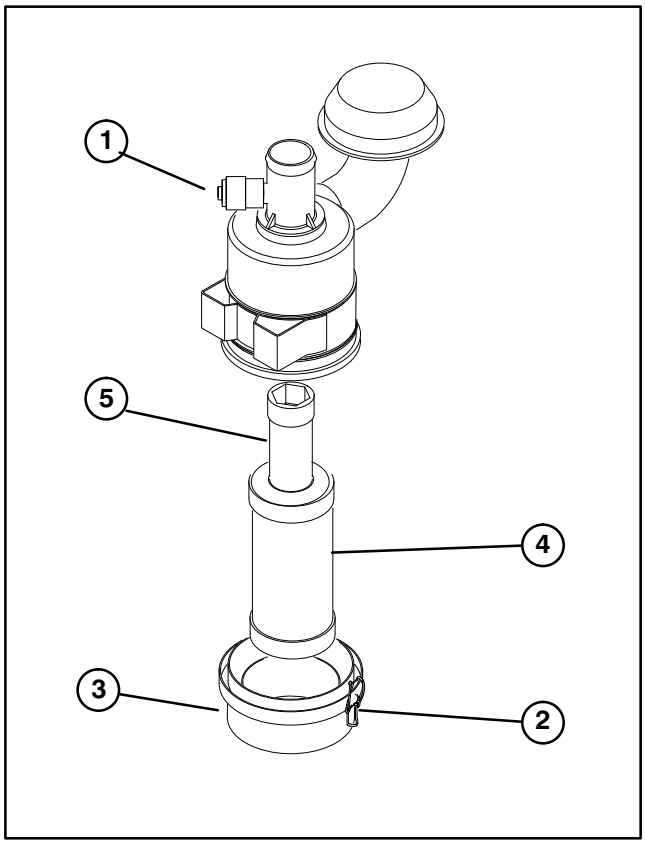

**Figure 32**
**2.** Service the air cleaner filters when ever air cleaner indicator (Fig. 32) shows red or every 400 hours (more frequently in extreme dusty or dirty conditions). Do not over service air filter.
**2.** Gently slide primary filter (Fig. 32) out of air cleaner body to reduce the amount of dust dislodged. Avoid knocking filter against air cleaner body. **Do not remove safety filter.**
**8.** Reset indicator (Fig. 32) if showing red.